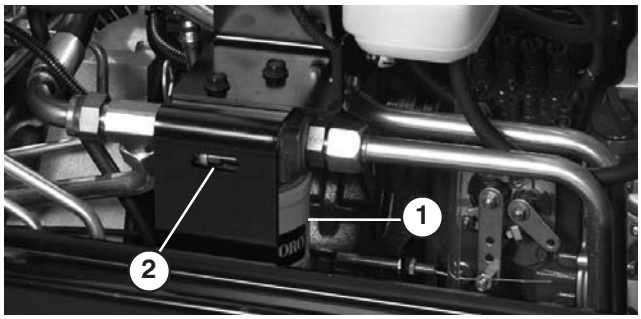

Bild 58
2. Reinigen Sie den Bereich um die Filterkontaktfläche. Stellen Sie eine Auffangwanne unter den Filter und nehmen Sie den Filter ab (Bild 58).